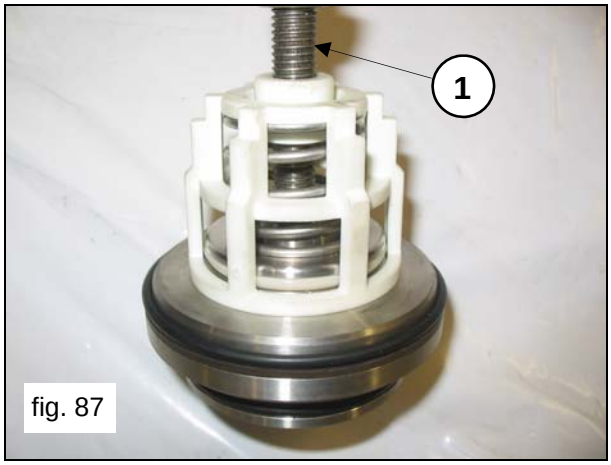

fig. 87
Disassemble the suction and delivery valve units by screwing on an M10 screw long enough to act on the valve and extract the valve guide from the valve seat (pos.①, fig.87).